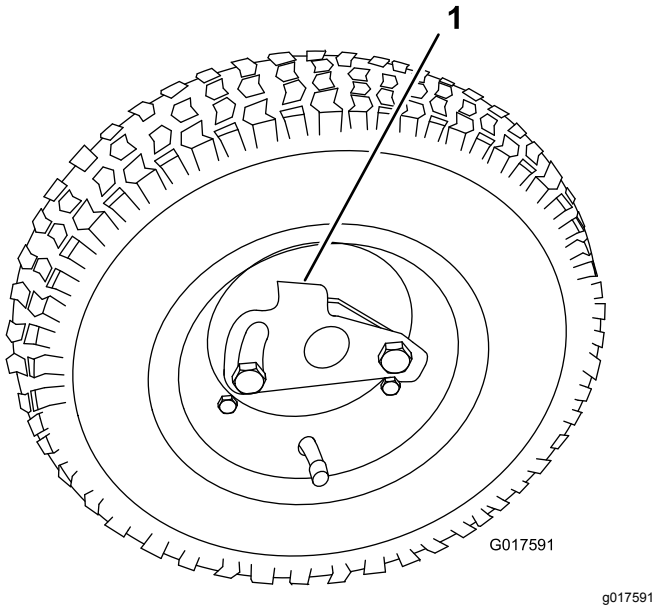

Figuur 10
3. Draai de sluitklem van het wiel weg van het midden van het wiel zodat het wiel verder op de as kan schuiven (Figuur 10).